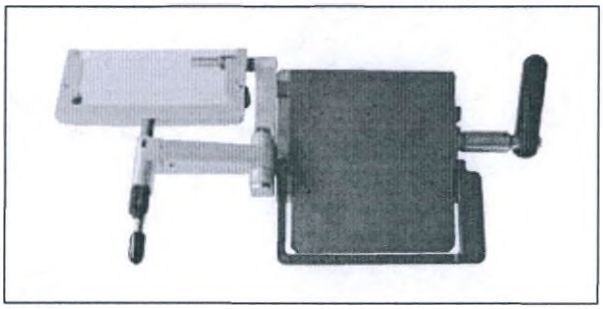

Рис. 46
- Отведите уголок в сторону (см. (→ Рис. 46)).